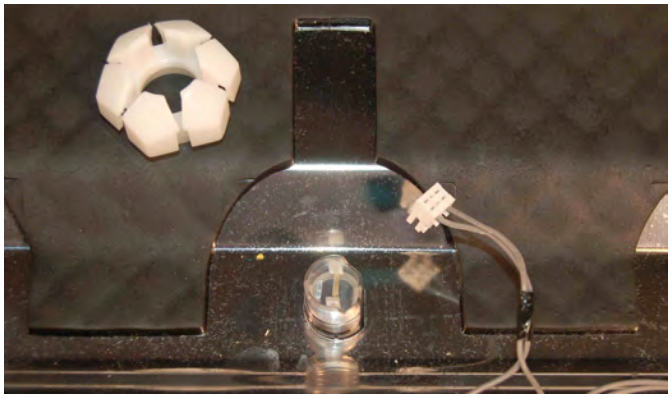

Figure 3
4. Unscrew large plastic nut securing the LED to top of tub (see Figure 3).